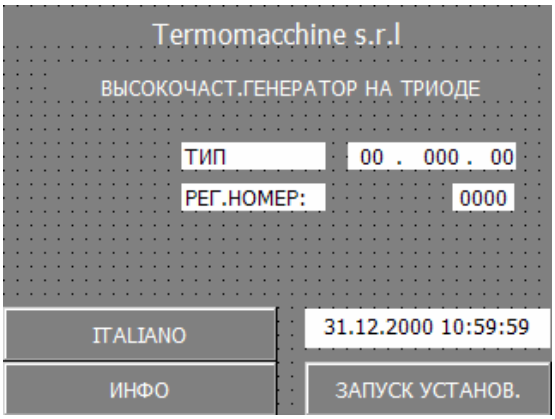

Рисунок 8.2.1a: первая страница
1. Повернуть рычаг главного выключателя генератора до позиции, обозначенной символом *I*. Оборудование подключено к питанию и на терминале команд появится *первая страница*( рис. 8.2.1a).